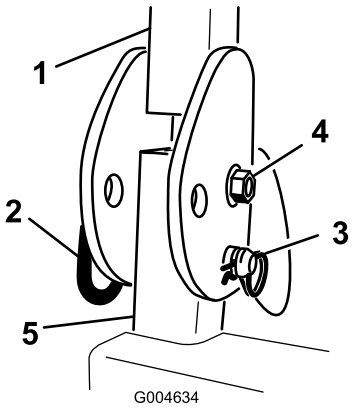

Figur 92
3. Fjern bolten, møtrikken, låseclipsen og stiften, der fastgør hver styrtbøjleenhed på styrtbøjlestiverne (Figur 92). Afmonter styrtbøjleenheden.